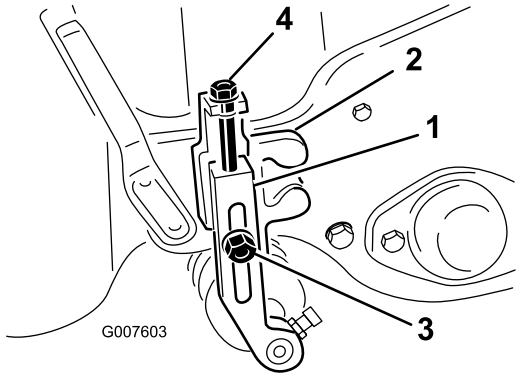

Figur 51
2. Lossa de låsmuttrar som håller fast klipphöjdsarmarna på klipphöjdsfästena (Figur 51).